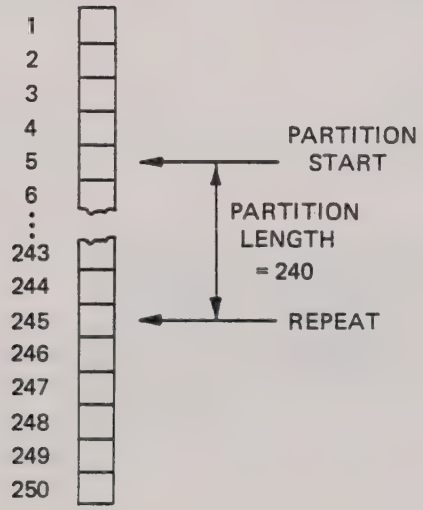

Figure 6.7 - Model of Word Generator Memory Showing Sample Output
6.3.6.2 Shown below in Figure 6.7 is a model of the Word Generator Memory illustrating both its 250-word capability as well as sample settings for an output of 240 words. The example indicates that output will begin at word number "5" and terminate after outputting word number "245." The **PARTITION START** would correspond to an entry of "005," the **LENGTH** to "245." To output all 250 available words, simply enter "001" in **PARTITION START** and "250" in **LENGTH** display segments.